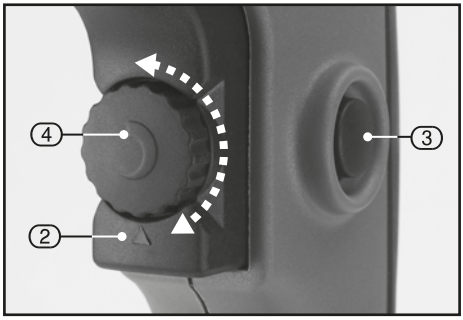

FIG.6
9.2 SWITCH OPERATION – FIGS.6 – 8